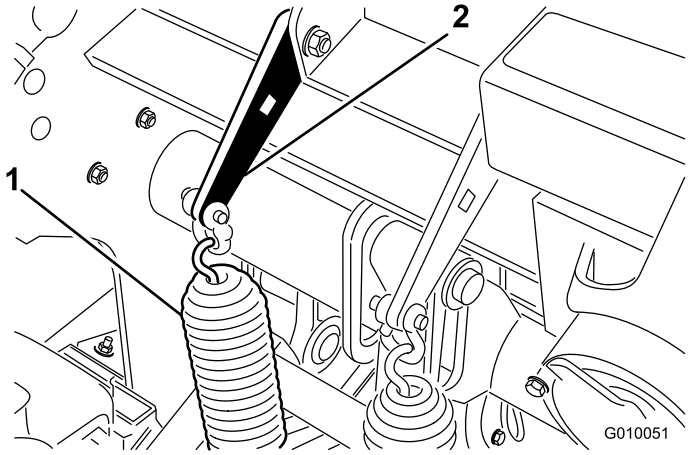

Figur 36
1. Lossa på vagnsbultmuttrarna som fäster fjäderfästena vid luftarhuvudet (Figur 36). Ta inte bort dem.